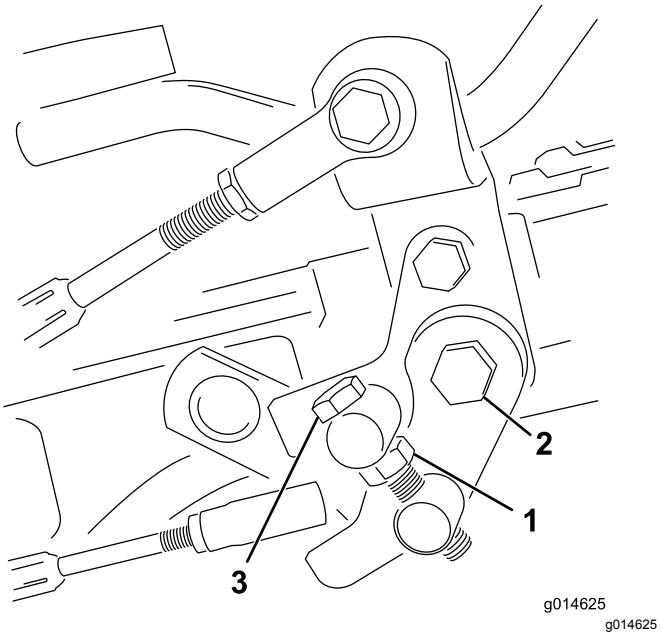

Rysunek 36
1. Poluzuj przeciwnakrętkę na śrubie czopu (Rysunek 36).
4. Dokręć przeciwnakrętkę na śrubie czopu oraz nakrętkę na osi pedału, aby zablokować położenie regulacji (Rysunek 36). Sprawdź efekt regulacji i w razie potrzeby dokonaj korekty.